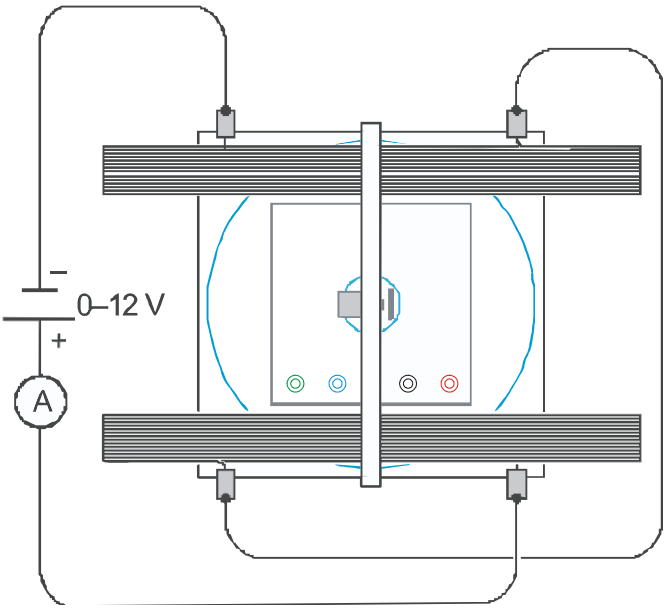

Fig. 2 Beschaltung der Helmholtz-Spulen
- Spulen gemäß Fig. 2 in Reihe an das DC-Netzgerät 20 V anschließen, so dass beide Spulen gleichsinnig vom Strom durchflossen werden.